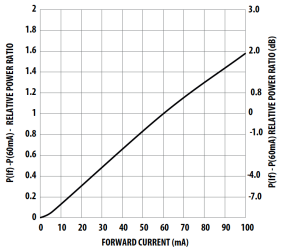

Figure 10. Normalized Typical Transmitter Output vs. Forward Current
- Que peut-on dire de la puissance optique émise en fonction du courant dans la LED (cf Figure 10 de la datasheet ?